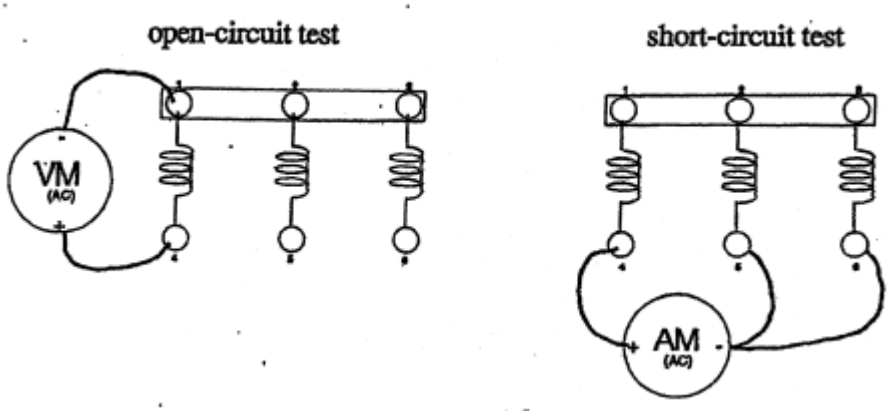

Figure 2: Synchronous generator terminal connections for open circuit test and short circuit test
1. Connect the generator terminals as in Figure 2 for open circuit test.
1. Short circuit the generator terminals and connect an ammeter in series with the shorted windings as shown in Figure 2.